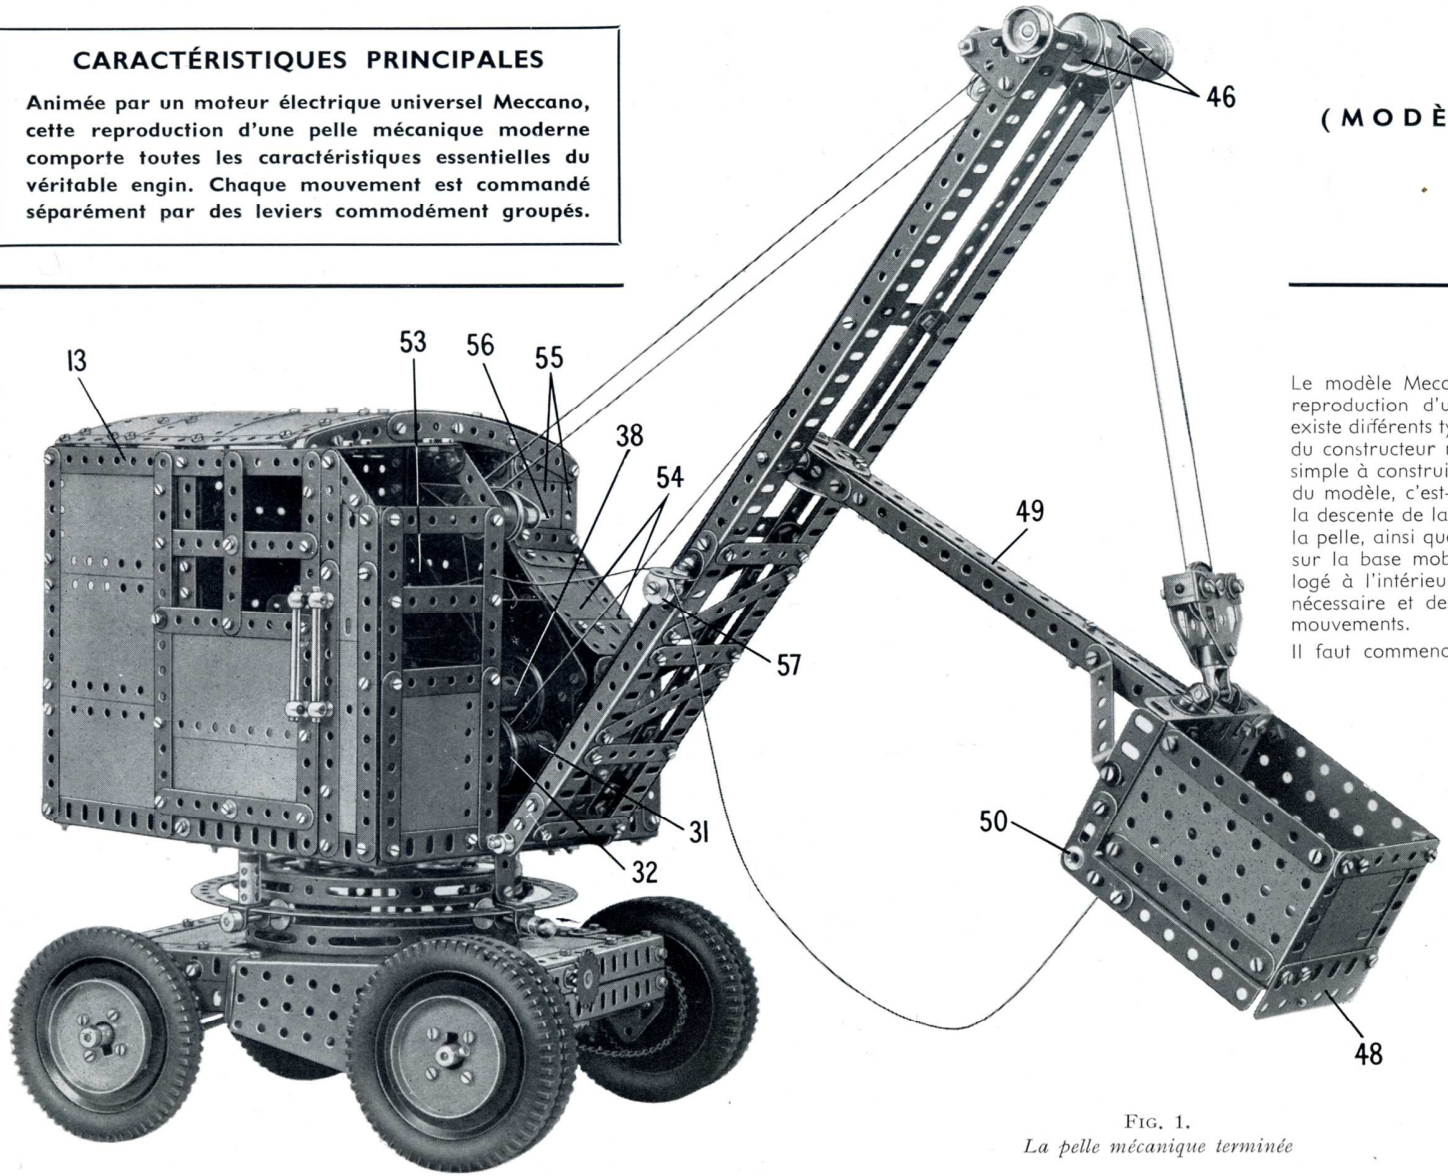

FIG. 1.
La cabine : le plancher et les côtés (Fig. 1, 3 et 8)
La partie arrière du côté qui apparaît sur la figure 1 est recouverte par trois plaques flexibles de 11,5×6 cm. fixées sur deux bandes de 15 trous verticales par des boulons de 9,5 mm., mais qui sont tenues écartées des bandes par un écrou placé sur chaque boulon. Le bord supérieur de la plaque supérieure est renforcé par une bande (13) faite de 2 bandes de 11 trous qui se recouvrent sur 5 trous. La partie avant de ce côté est constituée par une plaque flexible de 14×4 cm. et une de 6×4 cm. qui se recouvrent sur trois trous et qui sont bordées par des bandes comme le montre la figure.